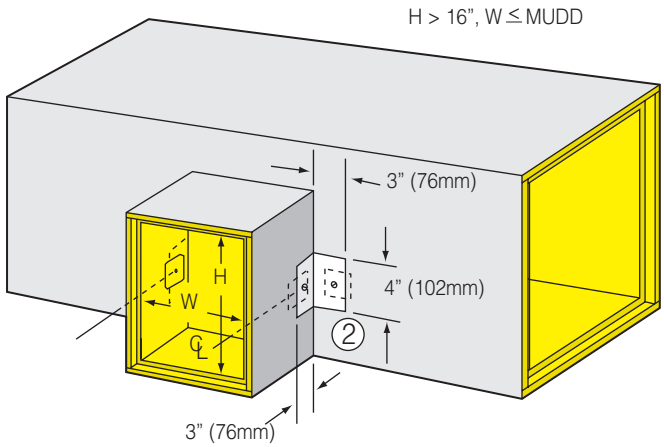

Fig. 5-16B. Sheet metal angle reinforcement, sides of branch.
If H is greater than 16" (406mm) and W is less than the maximum unreinforced duct dimension (MUDD), reinforce both sides of branch per ②, Fig. 5-16B and Detail Ⓑ, page 5-15.